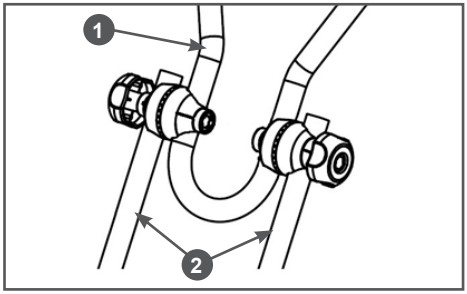

Рис. 7 Установка рабочих рукояток
7. Установите на стойки 2 рабочие рукоятки 1 (Рис. 7).